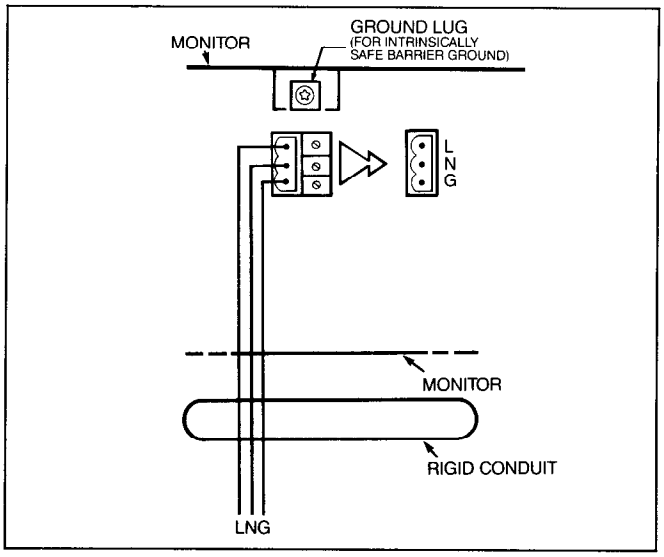

Figure 8. Power Wiring Diagram.
1. Connect a # 12 AWG (or larger) barrier ground conductor from the ground lug closest to the conduit entry to the earth ground bus on the power panel being used to supply AC line voltage to the ILS-350 monitor (see Figure 8, "Power Wiring Diagram").
3. Connect the chassis ground wire from the ground lug closest to the conduit entry in the monitor to the earth ground bus on the power panel being used to supply AC line voltage to the ILS-350 monitor (see Figure 8, "Power Wiring Diagram").